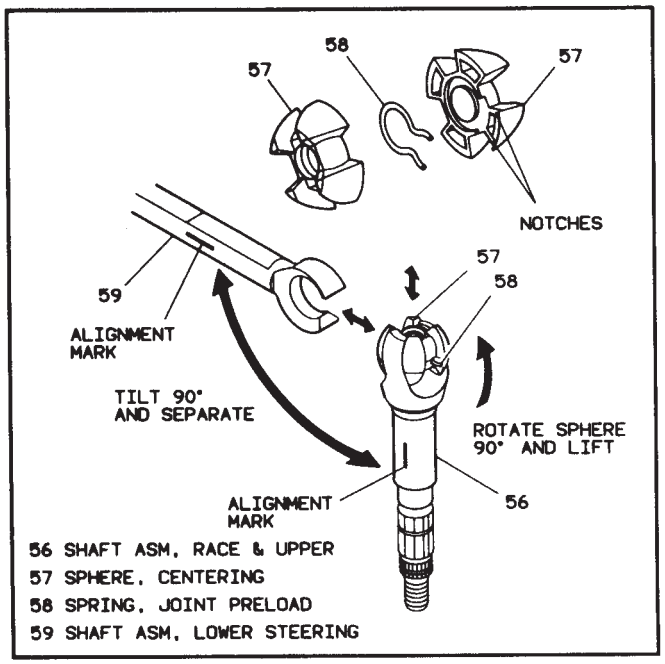

Figure 16 – Removing Steering Shaft Components
- Mark upper shaft assembly (56) and lower steering shaft assembly (59) to ensure proper assembly. Failure to assemble properly will cause steering wheel to be turned 180 degrees. (See Figures 16 and 17)